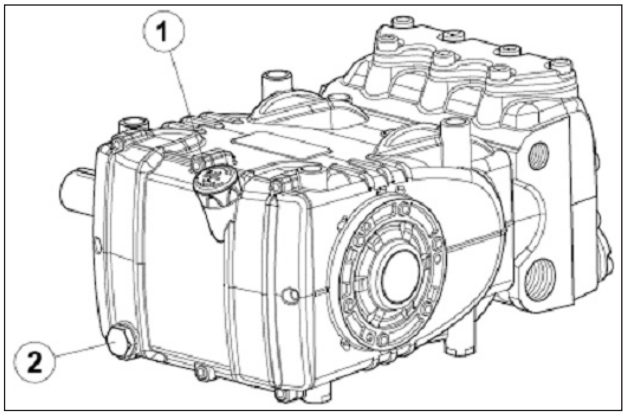

图 3
通过油位尺 ①，图 3。
正确的油位检查必须在泵处于室温时进行，换油必须在泵处于工作温度时进行，首先拆除油位杆（部件号 ①），随后拆除塞子（部件号 ②，图 3）。
使用温度探针插入到排油塞内，部件 ② ，图3.